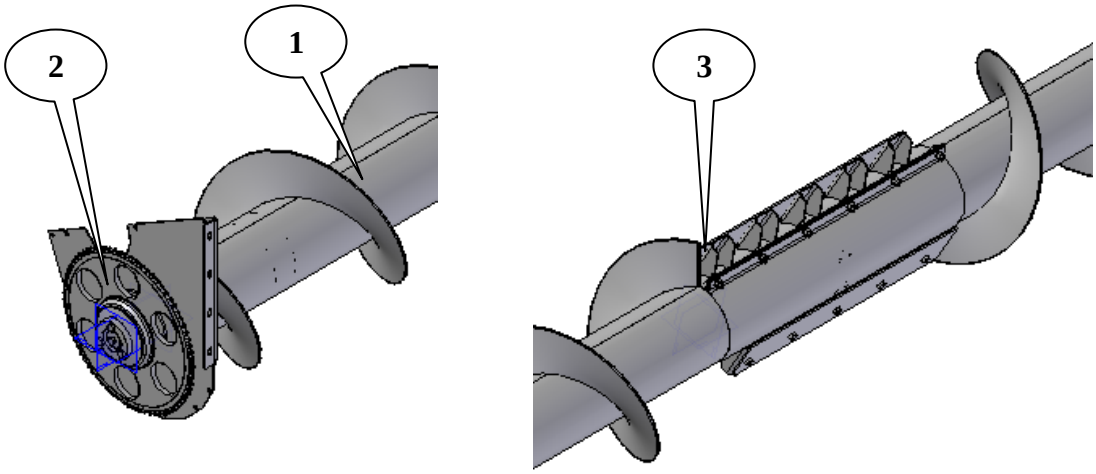

Рис. 23.
По заводским регулировкам шнек (1) находится от поверхности жёлоба в 25 мм, с перестановкой корпусов подшипников эту величину можно увеличть до 40 мм (Рис. 23).